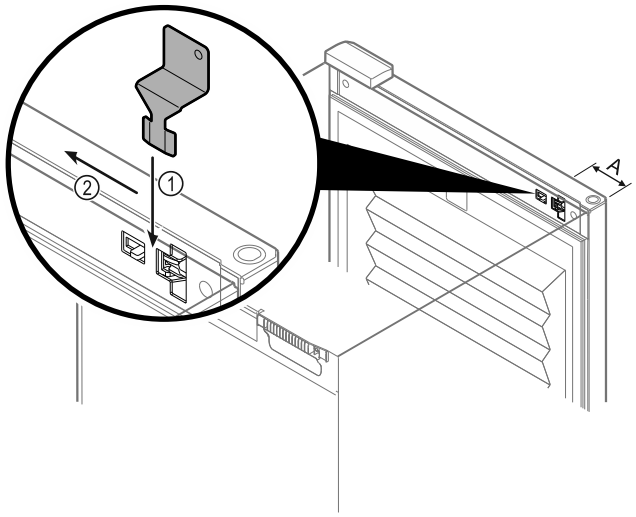

Fig. 101
▶ Poziționați cheia de deblocare de urgență în poziția specificată *Fig. 101 (A)* ≈ 100 mm.
▶ Introduceți cheia de deblocare de urgență *Fig. 101 (1)* între ușă și corpul aparatului, de sus până la opritor.
▶ Trageți cheia de deblocare de urgență în direcția balamalei. *Fig. 101 (2)*